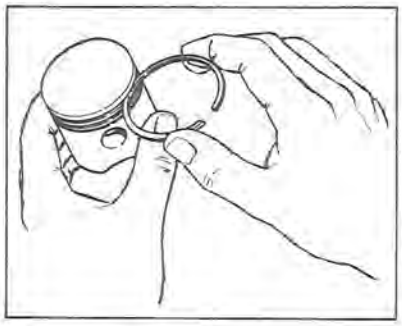
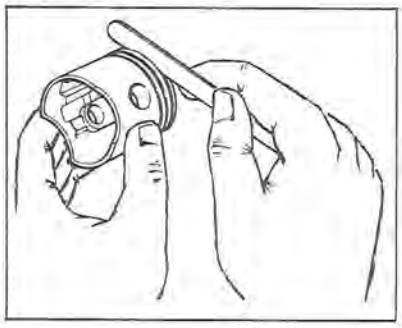

Figure 8-13
Figure 8-14
d. Check each ring in its respective ring groove for tightness or binding by rolling the ring around the piston groove (see Figure 8-13). Check for groove side clearance with feeler gage (see Figure 8-14) (see Section 11, Specifications).